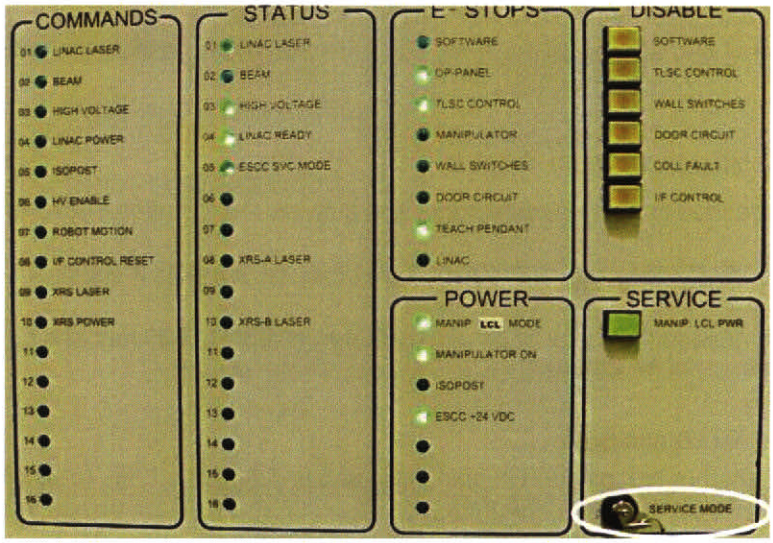

**Figure 2-8 E-Stop Control Chassis**
- The ESCC *(Figure 2-8, E-Stop Control Chassis, Page 6)* performs a wide variety of hardware functions, and also functions as a central point for E-stop signals.